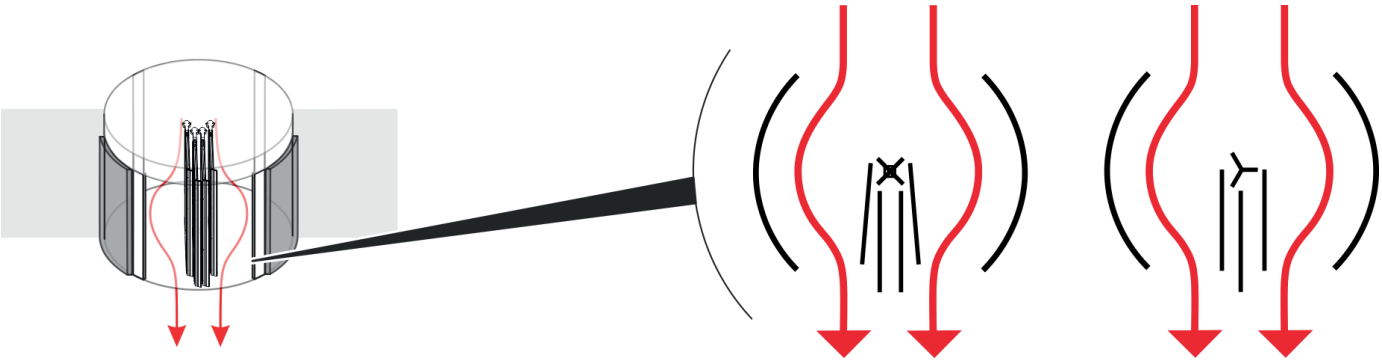

Abb. 16 Établir une voie d'évacuation (4 et 3 vantaux)
8. Aligner le vantail rabattu (Abb. 16) à la sortie comme indiqué dans la Abb. 16.
» La porte tournante est à présent disponible comme voie d'évacuation (Abb. 16).